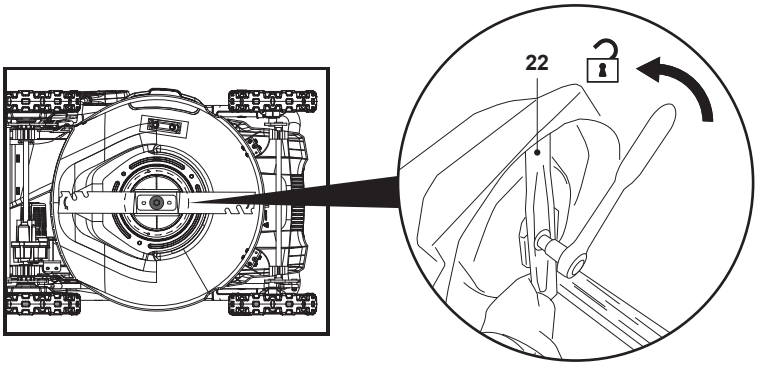

Fig. 22
NOTA: Se, em vez de uma chave de impacto elétrica, for utilizada uma chave de ferramentas manual ou uma chave inglesa, a lâmina de corte (24) deve ser impedida de rodar enquanto desaperta o parafuso. Use luvas resistentes e segure a lâmina com firmeza. Use uma peça de madeira com um tamanho adequado para bloquear a rotação da lâmina, se necessário (Fig. 22).